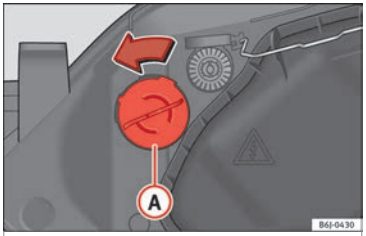

Fig. 188 Turn signal light.
– Turn bulb holder ››› Fig. 188 (A) to the left and pull.